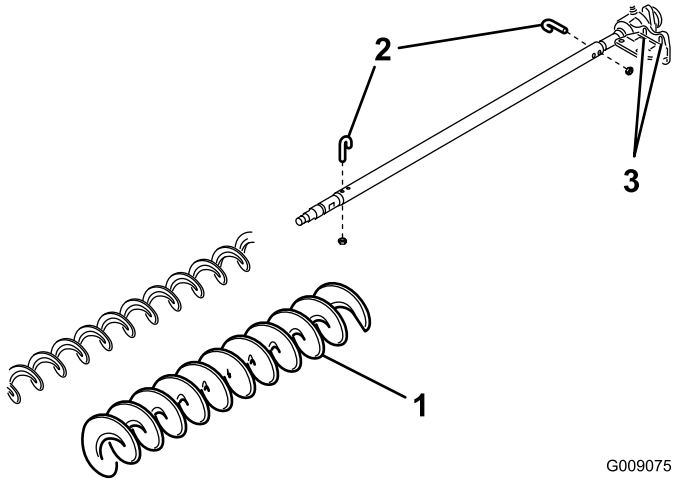

Figura 22
3. Retire los 2 pernos en J y tuercas (Figura 22).
4. Retire el cepillo existente del eje del cepillo (Figura 22).
5. Afloje los 2 pernos, arandelas y tuercas que sujetan el alojamiento del cojinete del motor al soporte de montaje del alojamiento del cojinete (Figura 22).
6. Deslice el cepillo de altura de corte alta sobre el eje del cepillo (Figura 22).
7. Sujete el cepillo en el eje con los 2 pernos en J y tuercas que se retiraron anteriormente (Figura 22).